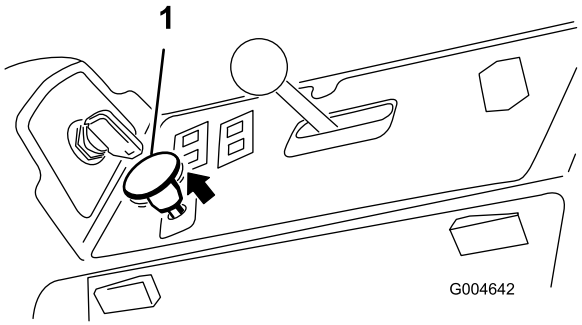

Figuur 20
3. Trek de aftakasschakelaar omhoog om de aftakas in te schakelen (Figuur 20).